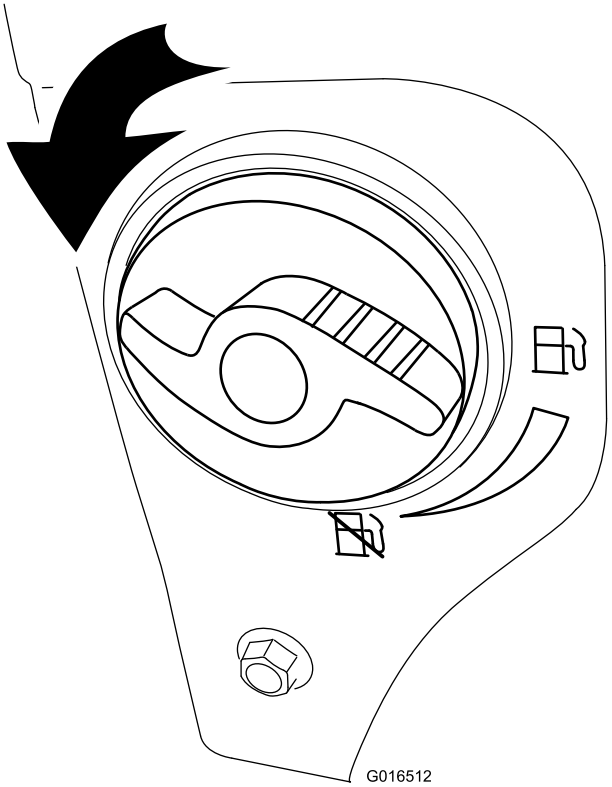

Figur 25
2. Drei drivstoffavstengningsventilen mot klokken 1/4 runde for å åpne den (Figur 25).